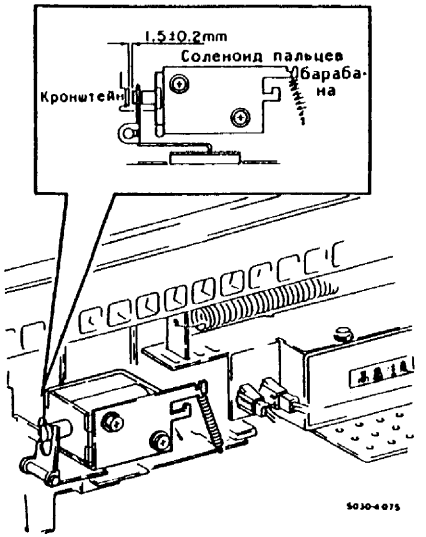

Рис.1. Проверка положения соленоида пальцев барабана
4. (Рис.1): Зазор между верхней кромкой плунжера и кронштейном составляет 1,5 ± 0,2 мм при активированном соленоиде пальцев барабана.